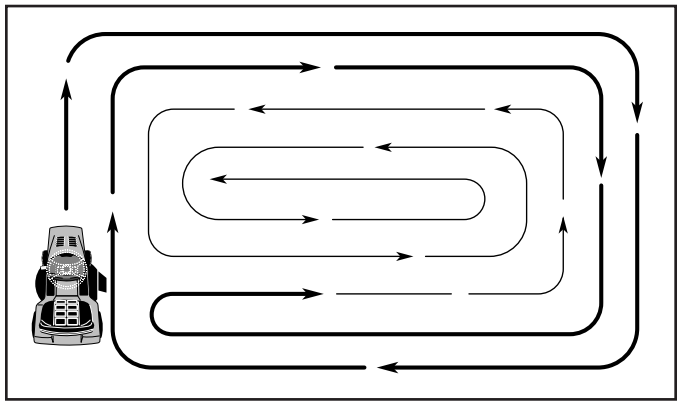

Fig. 8
- Pour tondre une grande surface, on vous conseille de commencer par tourner à droite, de façon à ce que l'herbe ne soit pas déversée sur les arbustes, les clôtures, les allées, etc. Après un ou deux tours, tondez en sens inverse en tournant à gauche jusqu'à ce que le travail soit achevé (Voir la Fig. 8).